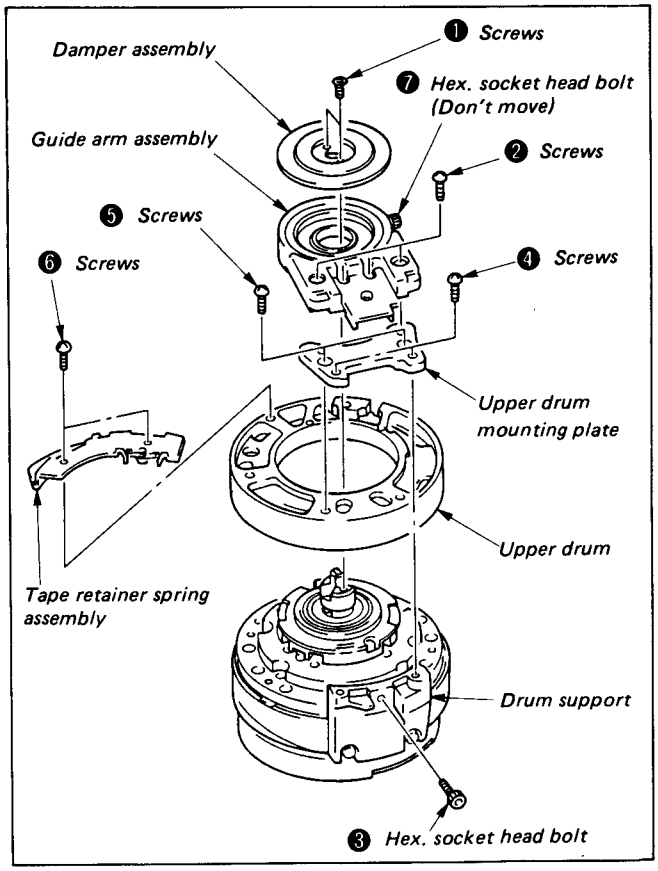

Fig. 3-8 How to remove upper drum
3-3-1. How to Remove Upper Drum (See Fig. 3-8)
3-3-2. How to Refit Upper Drum (See Fig. 3-8)
7) Insert the centering jig found in the box of the replacement upper drum between the guide arm assembly and the damper holder, and tighten screws ❷ firmly. Remove the centering jig, and check the clearance between the guide arm assembly and the damper holder for uniform distribution (See Fig. 3-8, 3-9).
8) Refit the damper assembly with two screws ❶.